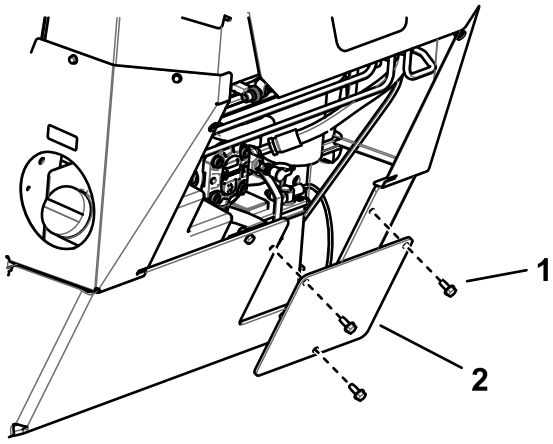

**Figur 37**
5. Montera batteriets åtkomstpanel (Figur 37).